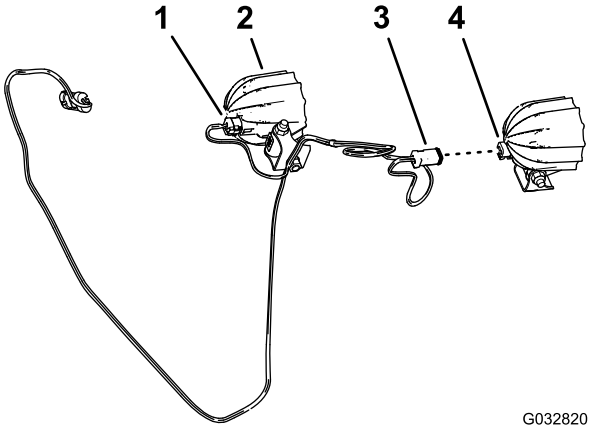

Figur 10
1. Tilslut lysdiodelygtens 2-bens konnektor med 2-sokkelkonnektoren på lysdiodelygternes ledningsnet (Figur 10).
2. Gentag trin 1 for den anden lysdiodelygte og den anden 2-bens konnektor på ledningsnettet (Figur 10).